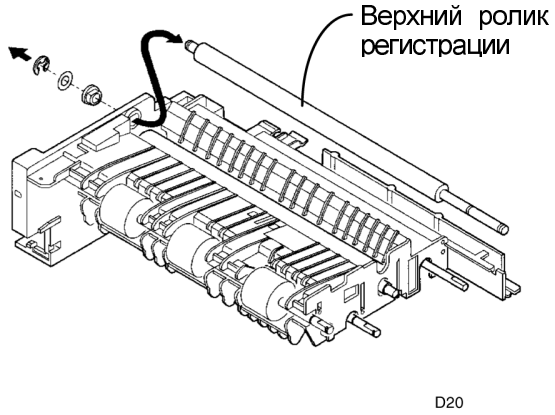

Рисунок 4. Снятие верхнего ролика регистрации
6. (Рисунок 4): Снимите клипсу и верхний ролик регистрации.